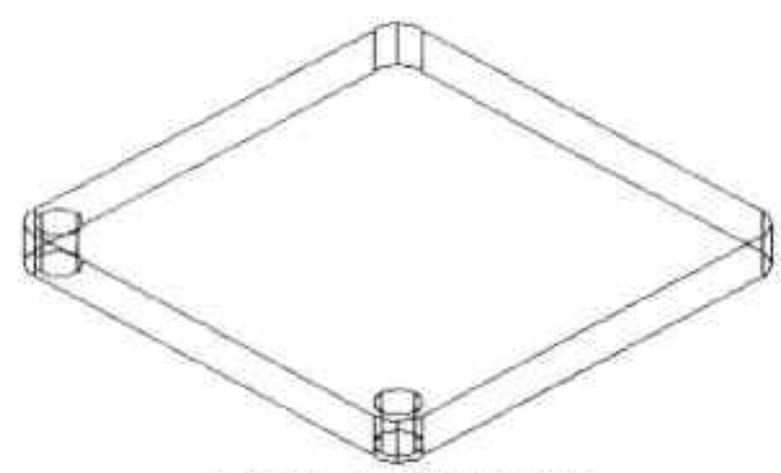

图13-51 镜像圆柱体
Step04 执行“三维镜像”命令，选中圆柱体，并以ZX平面为镜像中心，对圆柱体进行镜像操作，如图13-51所示。